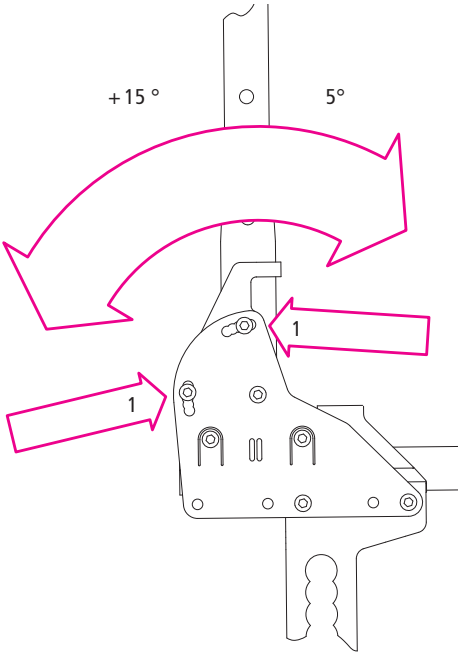

fig. 45
1. Allentare le due viti (1, fig. 45) ed estrarle interamente.